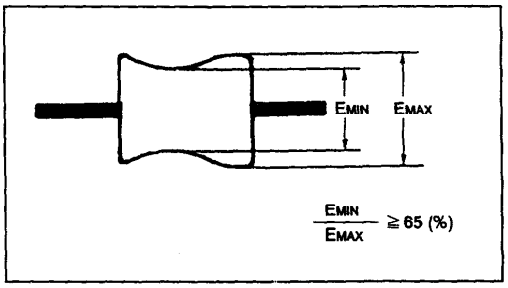

Fig. 4-13.
2) Then, confirm that the minimum amplitude value (EMIN) is 65% of the maximum value (EMAX) or larger (See Fig. 4-13).